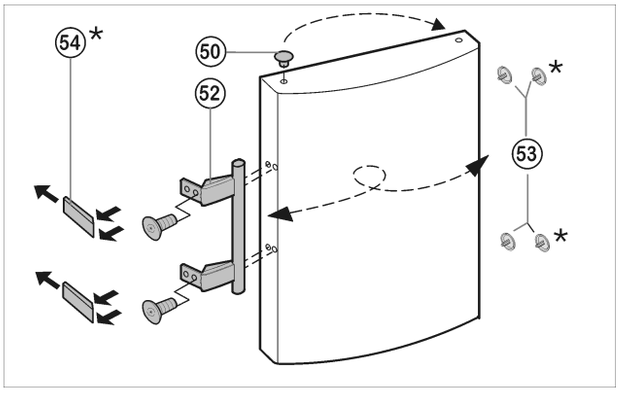

*Fig. 14*
- ▶ Enlever le bouchon *Fig. 14 (50)* du coussinet de la porte et le permuter de l'autre côté.
- ▶ Démonter la poignée de porte *Fig. 14 (52)*, les bouchons *Fig. 14 (53)* et les plaques d'appui* *Fig. 14 (54)* et les permuter sur le côté opposé.